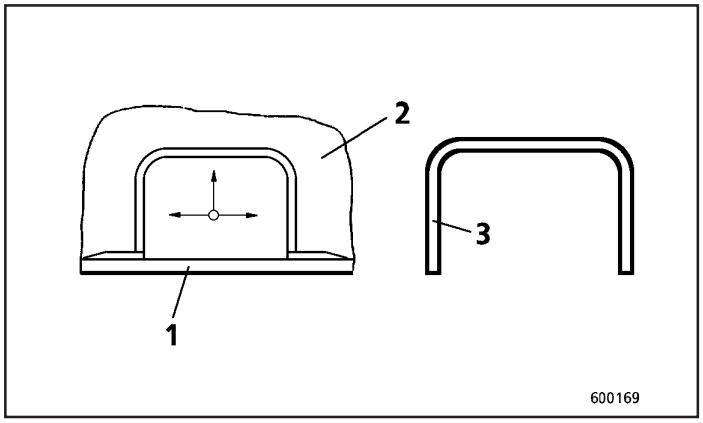

Fig.59
3. Fixe placas de apoio (3, Fig. 59) somente às bordas da chapa lateral.